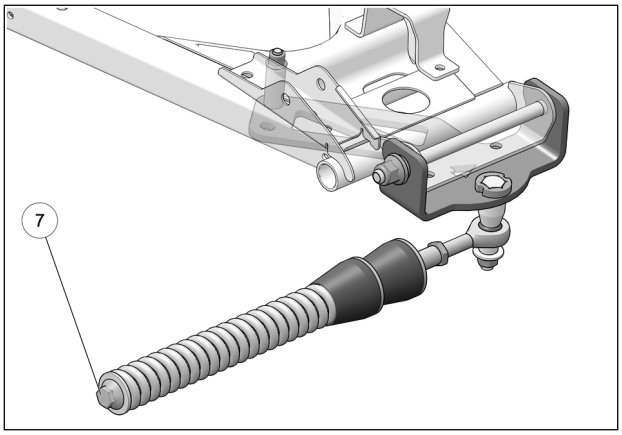

Fig. 12
12. Vérifier que le boulon du ressort (**7**) est serré au couple recommandé : 75 N•m [55 lb•pi]. Fig. 12